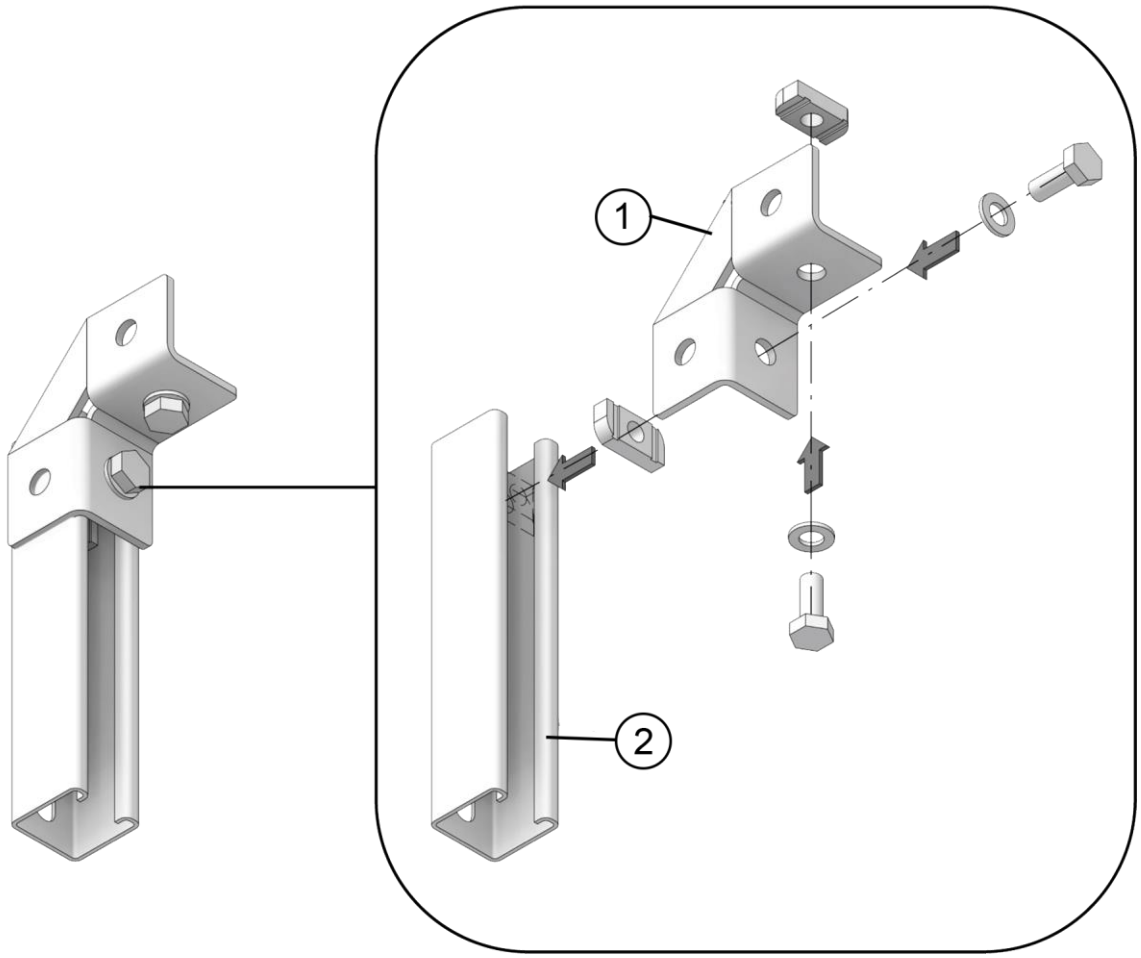

Рис. 4
7.4.3. Произвести сборку стойки из опоры и профиля или консоли используя соединитель, болты, шайбы, гайки закладные (См. рис. 4). Данный этап смотреть совместно с листом «Схема сборки узлов» и лист «Схема расположения соединителей» в проекте фальшпола. Все болтовые соединения следует затягивать динамометрическим ключом на определённый момент затяжки, в соответствии с указаниями в рабочей документации.